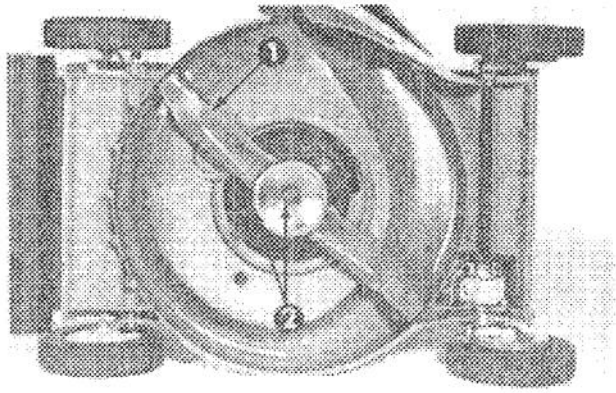

Figure 26
3. Tip mower on its left side. Grasp end of blade using a rag or thickly padded glove. Remove capscrew, lockwasher, scalp cup and blade (Fig. 26).